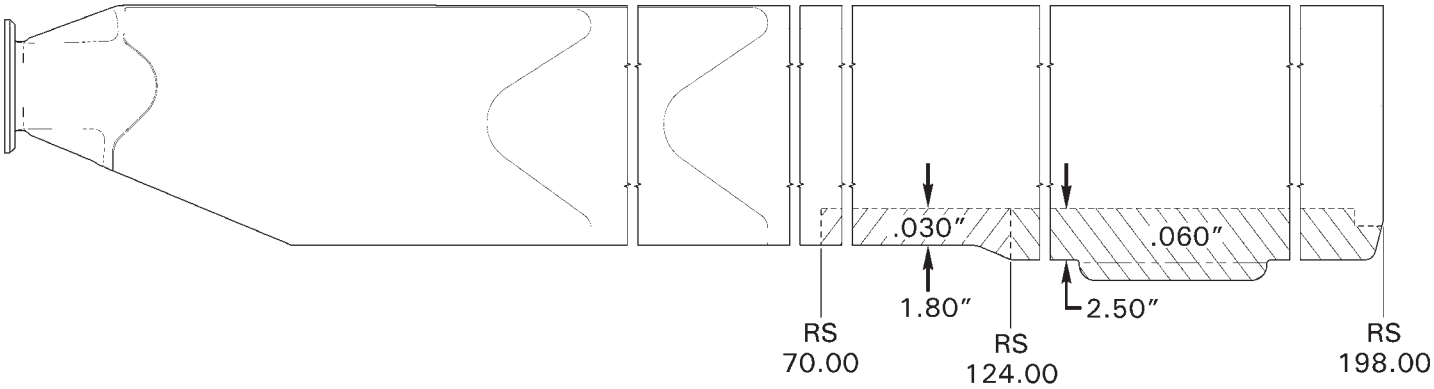

FIGURE 62-12 DENTS ON TRAILING EDGE BOND JOINTS - DAMAGE LIMITS
1. Refer to Figure 62-12. Verify damage does not result in an edge void and does not exceed the following limits: